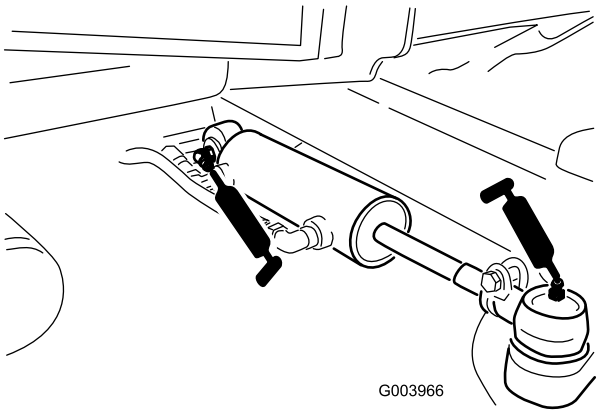

Figur 47
- Kulleder för styrcylindern (2) (Figur 47)